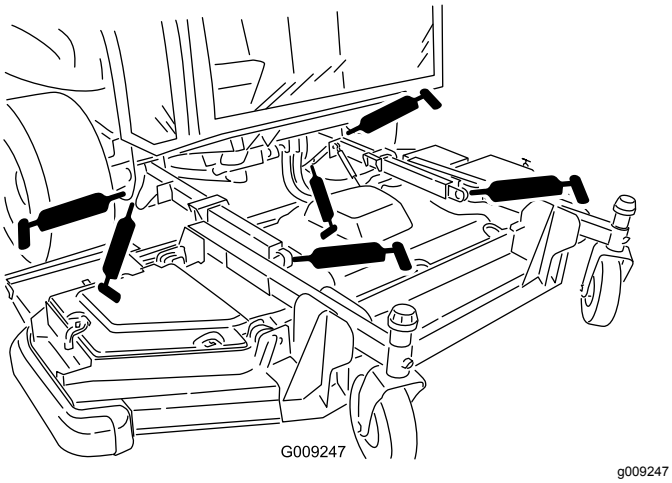

Figur 73
- 2 lyftarmsbussningar (Figur 73)
- 2 lyftarmskulleder (Figur 73)
- 2 lyftcylindertappar för främre däcket (Figur 73)